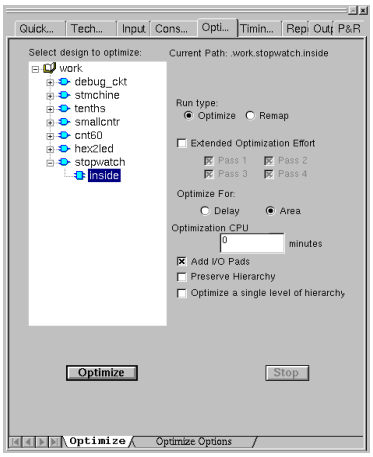

Figure 1-15 Spectrum Level 3 Optimize window
10. Click on the Optimize tab. By default the architecture named inside should already be highlighted. We will be using all default settings, so simply click on the Optimize button. See figure 1-15.